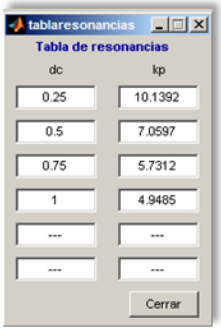

Figura D.41. Tabla de resonancias
- **Tabla de resonancias:** genera una nueva figura donde se muestra una tabla como la de la Figura D.41, en la que se muestran los valores numéricos de la localización de la resonancia paralelo, k_p, para cada uno de los valores de d_C. En caso de realizar este mismo estudio variando R_S/X_S, se operaría de la misma manera.